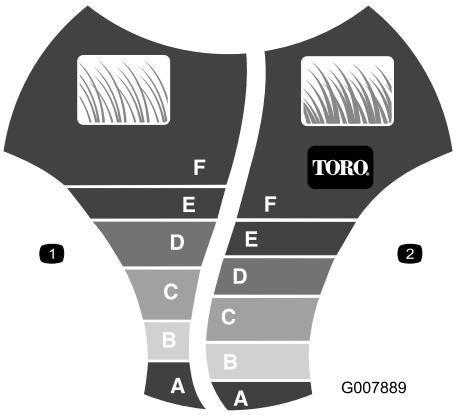

Figur 16
SmartWheel® har två klippinställningar, en för glest/normalt gräs och en för frodigt gräs, för bästa möjliga klipphöjdsinställning i alla situationer (Figur 16).
Obs: SmartWheel beräknar den korrekta inställningen så att du inte klipper av mer än en tredjedel av grässtrået (Figur 16).
2. Flytta gräsklipparen till gräsmattan. Stanna gräsklipparen när SmartWheel-etiketten är uppåt (Figur 16).